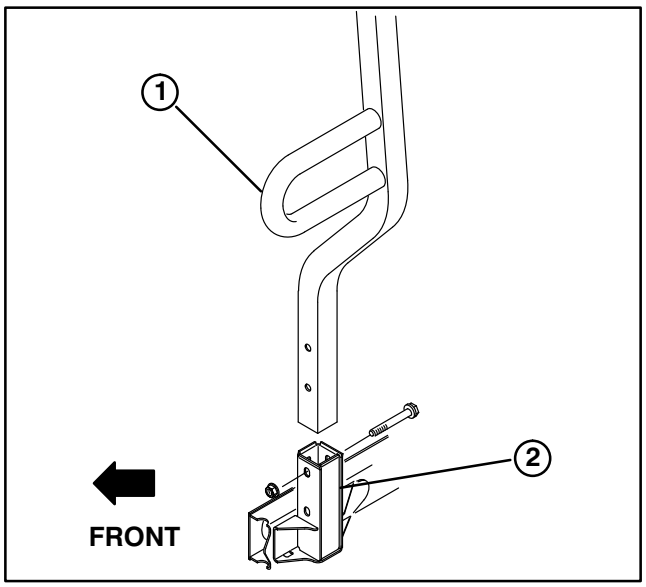

Figure 8
INSTALL ROPS (Fig. 8)
1. Insert each side of ROPS into mounting bracket on each side of vehicle frame, positioning ROPS as shown in figure 8.
2. Secure each side of ROPS to mounting brackets with (2) 1/2−13 x 3" lg. capscrews and locknuts.